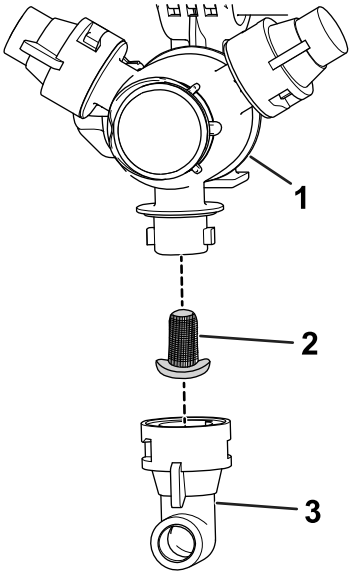

Figur 61
2. Fjern dysen fra sprøjtedysehovedet (Figur 61).
3. Fjern det gamle dysefilter (Figur 61).
4. Monter det nye dysefilter (Figur 61).
5. Monter dysen på sprøjtedysehovedet (Figur 61).